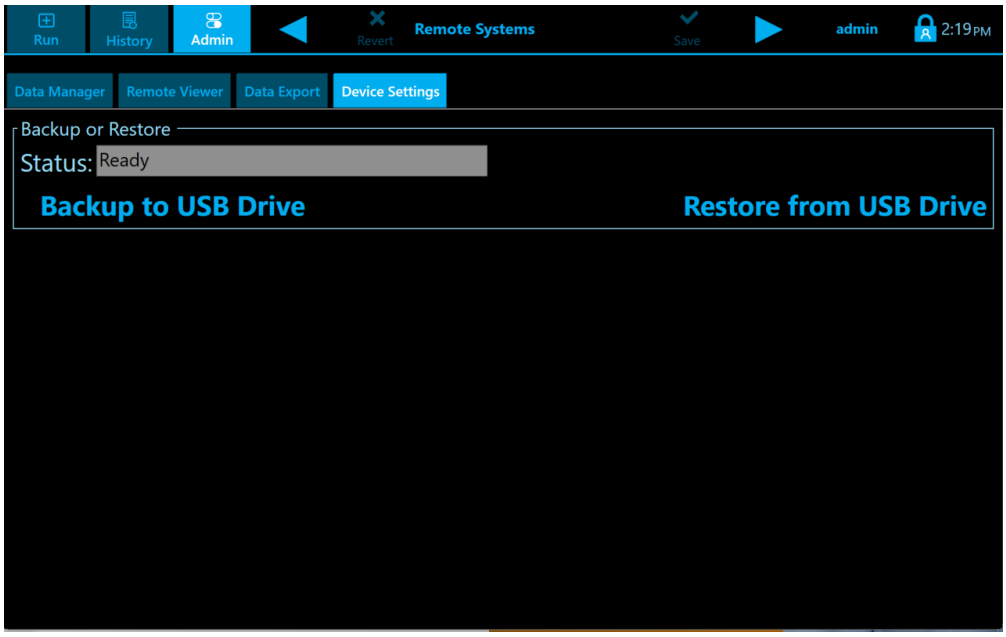

Figure 73 USB Drive: Backup or Restore Screen
b. Click the “Check for USB Drive” button. If a USB drive is detected, the screen changes with a status of “Ready” (Figure 73).